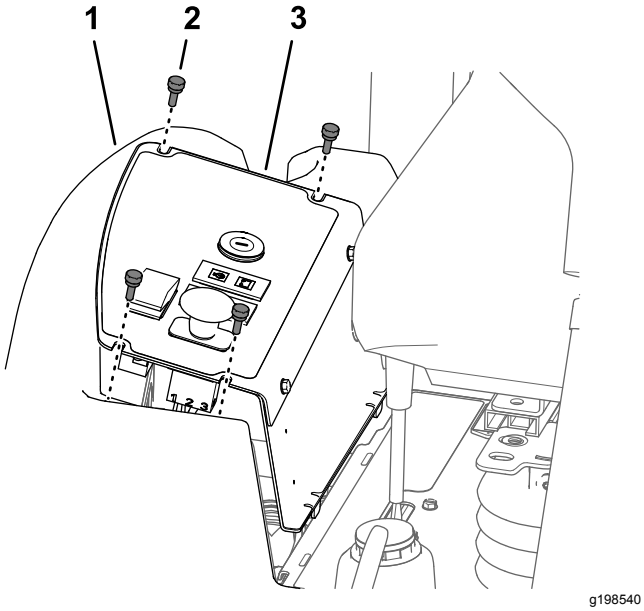

Figur 55
1. Ta bort de fyra vingskruvar som håller fast kontrollpanelens skydd på bränsletanken (Figur 55).
2. Lyft upp kontrollpanelens skydd (Figur 55).
3. Rikta in spåren längst upp på kontrollpanelens skydd med hålen i flänsen på bränsletanken (Figur 55).
4. Montera kontrollpanelens skydd på bränsletankens fläns med de fyra vingskruvarna (Figur 55) som du tog bort i steg 1 i Ta bort kontrollpanelens skydd (sida 51).